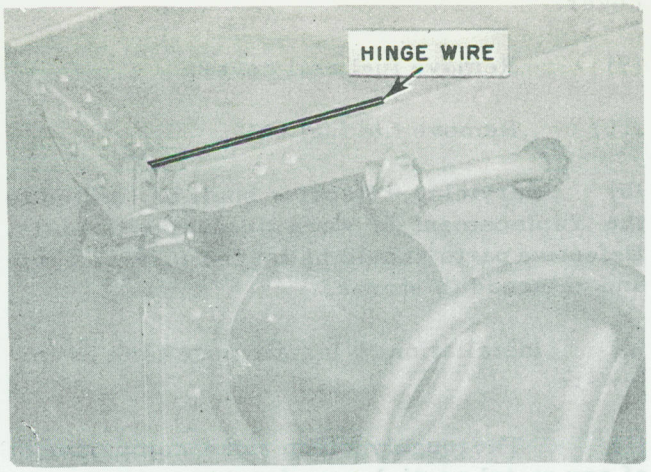

Figure 5-18 Main Tank Cover Hinge Wire
(1) Drain fuel from tanks.
(2) Disconnect the fuel line from the tank. The fuel line connection to the auxiliary tank is accessible through the door located in the lower centre section skin, just below the tank. The main tank fuel line is accessible through the battery well.
(3) Remove all screws in the tank cover.
(4) Remove screws holding filler-neck scupper to tank well cover.
(5) Working from inside the nacelle, remove the hinge wire from the hinge on front edge of the main tank cover (Figure 5-18).
(6) Remove vent lines from the tanks.
(7) Disconnect the bonding cable and liquidometer wiring.
(8) Disconnect the tank retaining straps at the turnbuckles and lift the tank from the tank well.